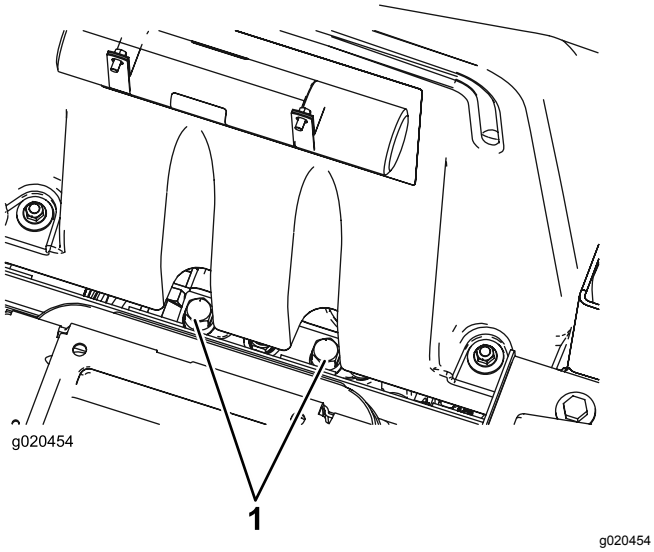

Figur 55
1. Hev setet, og finn omløpsventilene som finnes under fronten på drivstofftanken (Figur 55).